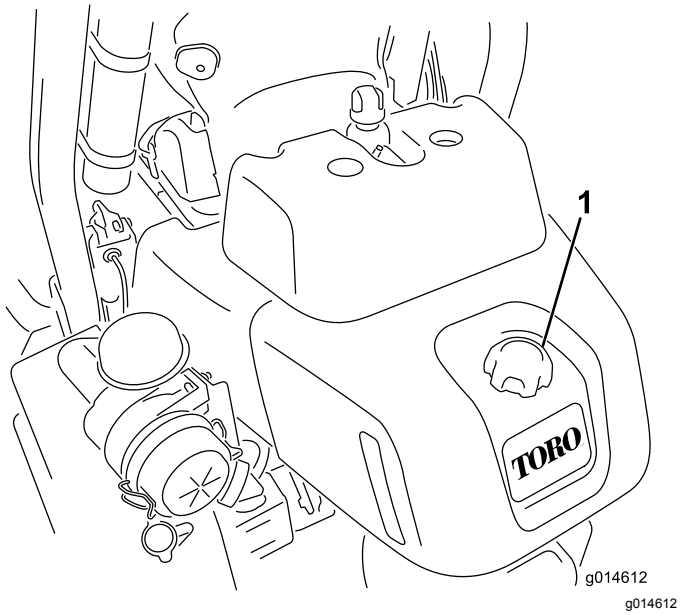

Figur 22
1. Rengjør rundt drivstofflokket (Figur 22).